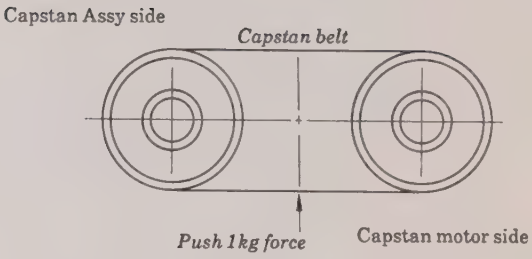

Fig. 5-34
2. Position pulley on capstan assembly side so that applying weight of 1 kg (2.2lbs) causes belt to deflect 5mm (0.2in) or so. (See Fig. 5-34)